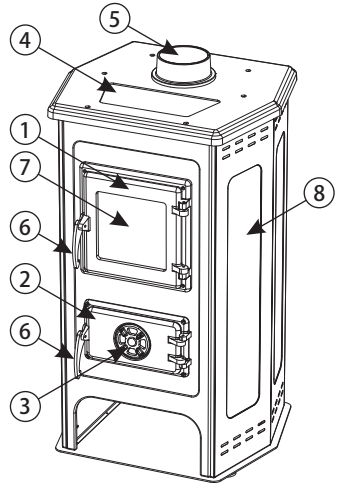

Figure 1
- a figure 1 présente l'aspect du poêle avec ses éléments principaux.
Composants principaux du poêle (figure 1):
- laisser la porte du cendrier ouverte jusqu'à la formation d'une flamme stable, et après la fermeture de la porte du cendrier, l'intensité de la combustion peut être réglée au moyen du régulateur d'air primaire (figure 1, pos. 3);
- lors du chargement de combustible, entrouvrir la porte du foyer (figure1, pos.1) de quelques degrés seulement, patienter 4-5 secondes, puis l'ouvrir lentement jusqu'au bout. N'ouvrez jamais la porte brusquement, car si l'allure du feu dans le foyer est bien intense, la flamme pourrait jaillir hors du foyer vers la pièce.
En réglant le tirage dans le poêle, il est possible de régler la température, l'intensité et la vitesse de combustion, ce qui est effectué en tournant le régulateur d'air primaire sur la porte du cendrier (figure1, pos. 2).